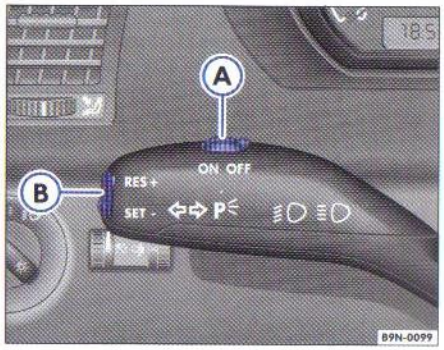

Fig. 61 Maneta pentru luminile de semnalizare și lumina de drum: Comutator și buton basculant pentru GRA
– Apăsați partea inferioară **SET** ⇒ fig. 61 a tastei Ⓑ scurt, când s-a atins viteza dorită.